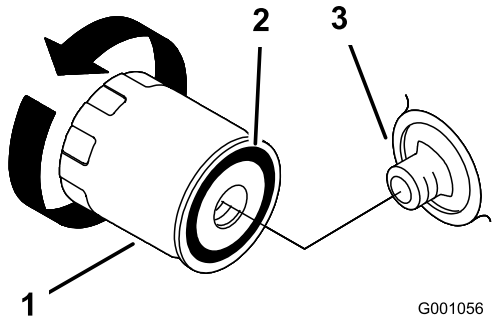

**Figur 23**
2. Fjern det gamle filter, og aftør filteradapterens pakningsoverflade (Figur 23).
3. Påfør gummipakningen på det nye filter et tyndt lag ny olie (Figur 23).
4. Monter det nye oliefilter i filteradapteren, drej oliefilteret med uret, indtil gummipakningen berører filteradapteren. Spænd dernæst filteret yderligere 2/3–1 omgang (Figur 23).